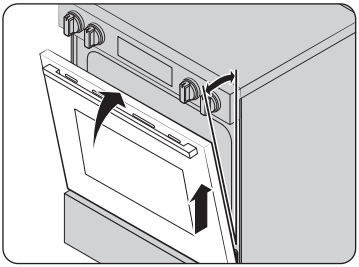

Fig. 2
5. Levante la puerta y extráigala hasta que el brazo de la bisagra quede fuera de la ranura (Fig. 2).